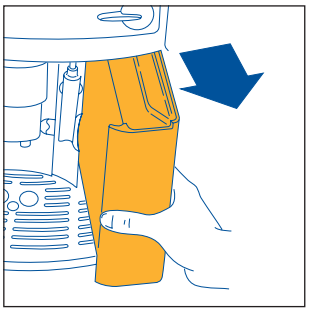

Fig.1
- Sortez le réservoir d'eau (fig. 1), rincez-le et remplissez-le d'eau fraîche sans dépasser la ligne MAX. Quand vous sortez le réservoir, la buse à cappuccino doit toujours être positionnée vers le centre de la machine, autrement elle empêcherait l'extraction.